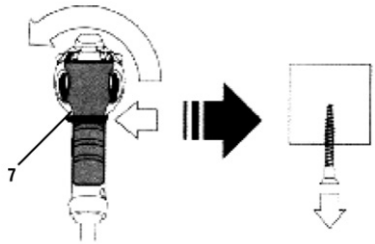

Fig. 5 – Sentido de rotação para a esquerda
Para colocar a rotação no sentido anti-horário (retirar o parafuso da peça), mova o “seletor de reversão” (5) para a esquerda, conforme mostra a fig. 5.